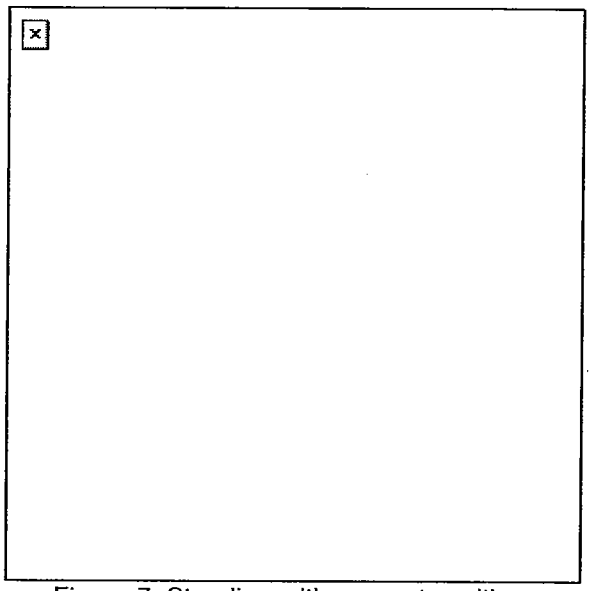

Figure 7. Standing-with-support position.
b. Standing-with-support (Figure 7). To assume this position--
(1) Use available cover for support. For example, stand behind a tree or wall.
(2) Stand behind a barricade, with your firing side in line with the edge of the barricade.
(3) Place the palm of your nonfiring hand at eye level on the edge of the barricade, and extend your thumb past the edge of the barricade.
(4) Lock the elbow of your firing arm. Rest your forearm on the extended thumb of your nonfiring hand.
(5) Move the foot on your nonfiring side forward until your toe touches the bottom of the barricade.